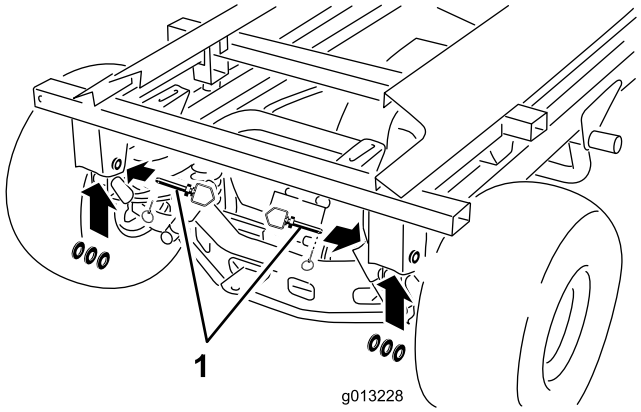

Figura 43
10. Remova os pinos de sujeição traseiros, pinos de engate e anilhas (Figura 43).